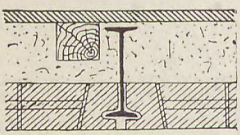

Fig. 106.
8. Försterssche Massivdecke. Die Decke wird aus geformten Lochsteinen hergestellt, die porös sind. In der oberen und unteren Hälfte haben sie entgegengesetzte Widerlager. Die Steine werden mit und ohne Eiseneinlage zwischen I-Trägern verlegt, Fig. 106.